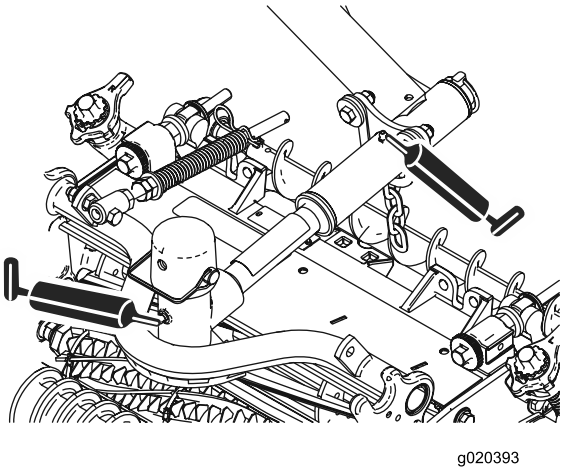

Figure 51
- Pivots d'unité de coupe (2 chacun) ; voir Figure 51.